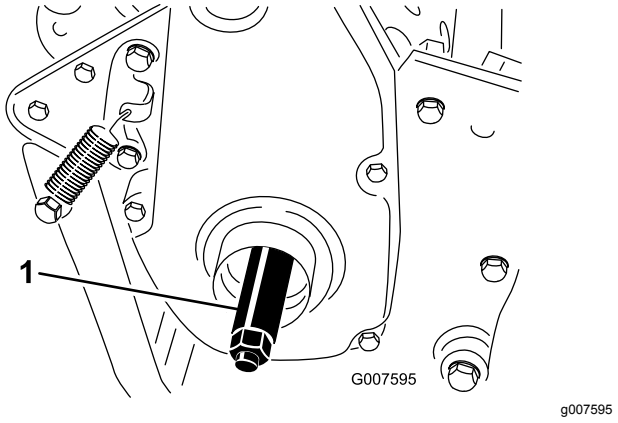

Rysunek 9
3. Wkręć prawy wał koła w pasowe koło napędowe po prawej stronie urządzenia (Rysunek 9).